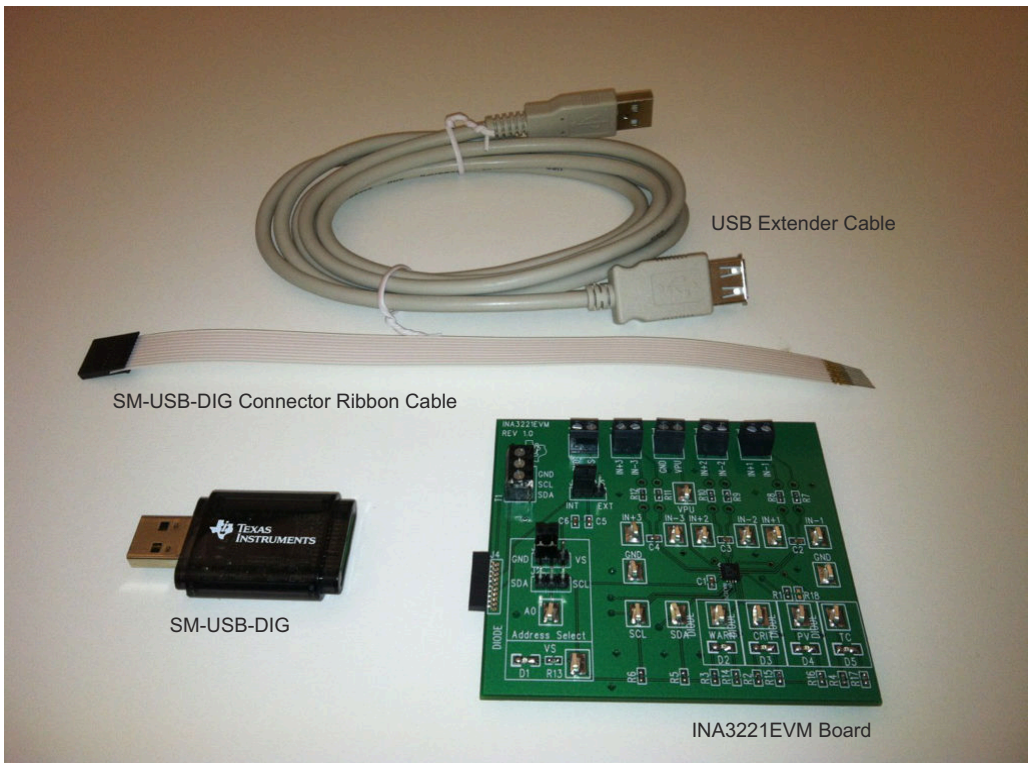

图 1-1. INA3221EVM 套件附带的硬件
表 1-1 汇总了 INA3221EVM 套件的内含物。图 1-1 显示了所有附带的硬件。如果缺少任何元件，请与离您最近的德州仪器 (TI) 产品信息中心联系。查看 TI 网站 (www.ti.com) 上的 INA3221 产品文件夹，以验证您拥有相关软件的最新版本。